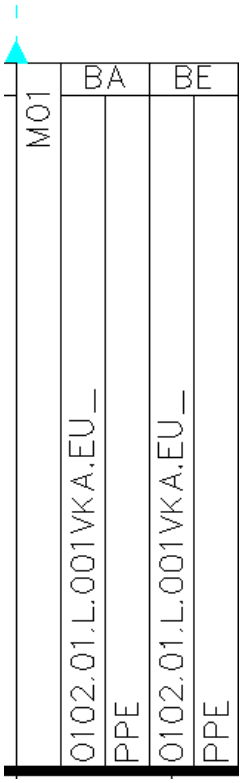

Bild 24.25 – Die Gerätekennzeichen-Referenz im Benutzerschlüssel (Spalte rechts)
- Wenn Sie den Benutzerschlüssel für dieses Gerät erzeugen oder aktualisieren, so erscheint die Gerätekennzeichen-Referenz dort an erster Stelle (Abb. 24.25).